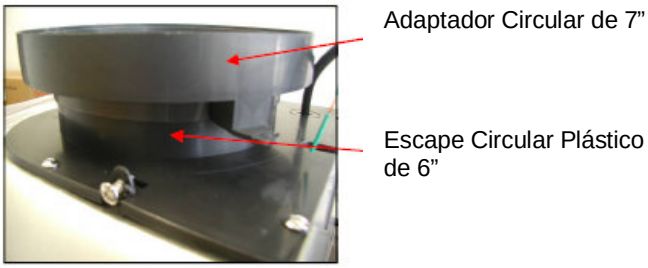

Figura 7
6) Para convertir la red de conductos a uno redondo de 7", coloque el adaptador redondo de 7" (proporcionado) al escape plástico redondo de 6". Consulte la Figura 7.